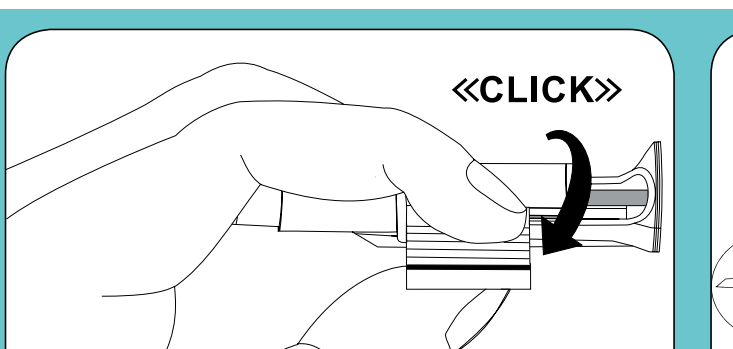

Fig. 8
5. Apriete las alas para cerrar el cartucho (Fig. 8). En cuanto el mecanismo "Click-Lock" encaje, la lente quedará cargada con seguridad y lista para la inyección.
5. Закройте картридж, сомкнув створки (Fig. 8). После сцепления механизма Click-Lock линза будет безопасно загружена и готова к имплантации.